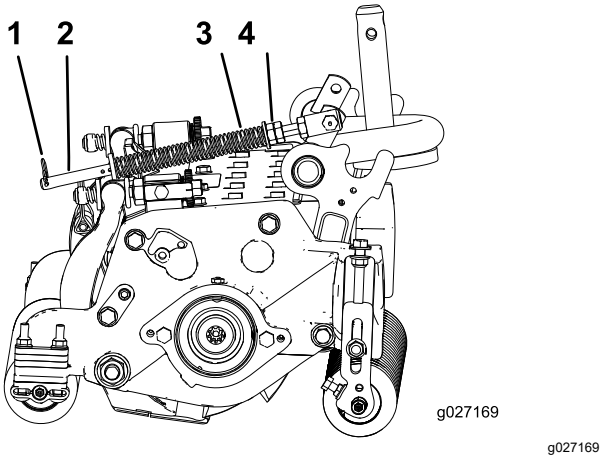

Figuur 19
1. Monteer de R-pen in de achterste opening in de veerstang (Figuur 19).
2. Draai de zeskantige moeren op het voorste uiteinde van de veerstang vast totdat de lengte van de samengedrukte veer 15,9 cm bedraagt (Figuur 19).